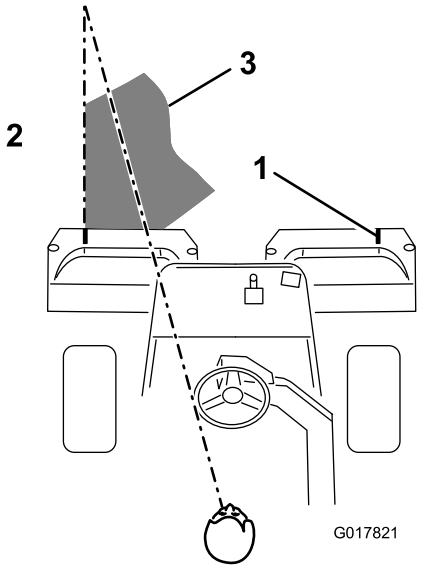

Figuur 39
3. Zorg ervoor dat een nieuwe maaibaan de vorige maaibaan zo weinig mogelijk overlapt. Om ervoor te zorgen dat het u gazon in een rechte lijn maait en de machine op een gelijke afstand van de rand van de vorige maaibaan blijft, moet u uitgaan van een denkbeeldige zichtlijn, ongeveer 1,8 tot 3 m vóór machine tot de rand van het ongemaaide deel van de green (Figuur 39). Sommige bestuurders vinden het handig de buitenrand van het stuurwiel deel te laten uitmaken van de zichtlijn; d.w.z. de rand van het stuurwiel in een rechte lijn te houden ten opzichte van een punt dat altijd op dezelfde afstand van de voorkant van de machine blijft (Figuur 39).